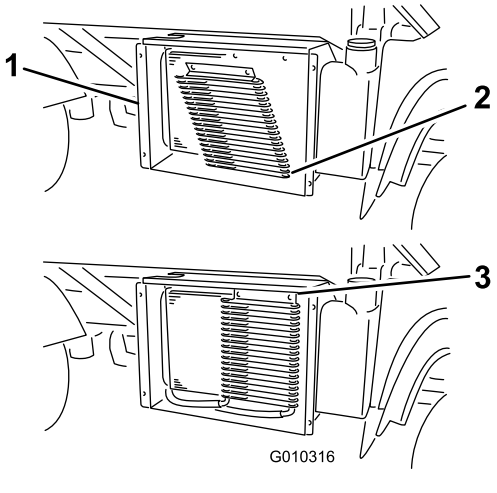

Figuur 60
3. Als uw machine met sluitingen is uitgerust, draai deze dan en draai de oliekoeler weg van de radiateur (Figuur 60).